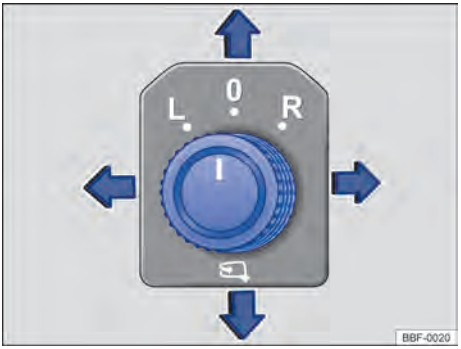

Fig. 81 En la puerta del conductor: mando giratorio de ajuste de los espejos retrovisores exteriores eléctricos.
– Girar el mando giratorio en la puerta del conductor hasta el símbolo deseado → fig. 81.